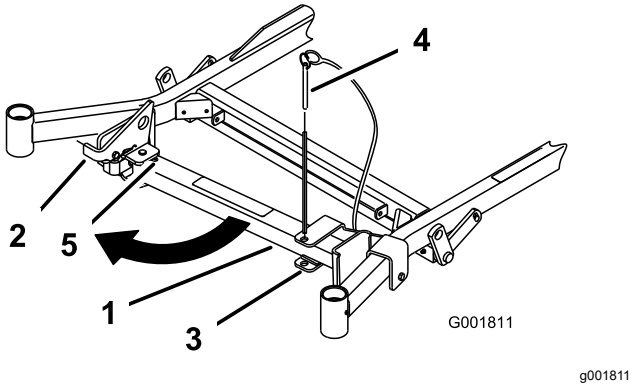
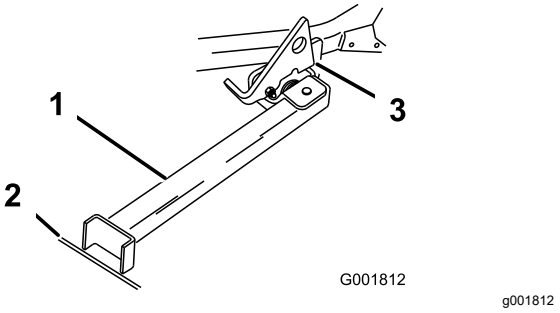

Figur 45
Figur 46
2. Ta bort fästpinnen (Figur 45).
4. För stativets fot utåt och skjut den mot maskinen, in i spårets botten (Figur 45 och Figur 46).
5. Sätt stativets fot på marken och låt spärrhaken vila på den vridbara fliken (Figur 46).
Obs: För bästa resultat ska du sätta stativfoten i en fåra i underlaget eller sticka ned den i gräsmattan (Figur 46).
7. Kör på maskinen på stativet. Stanna när spärrhaken faller ned över fliken i det låsta läget (Figur 46).
5. Återställ stativet till viloläget (Figur 45).